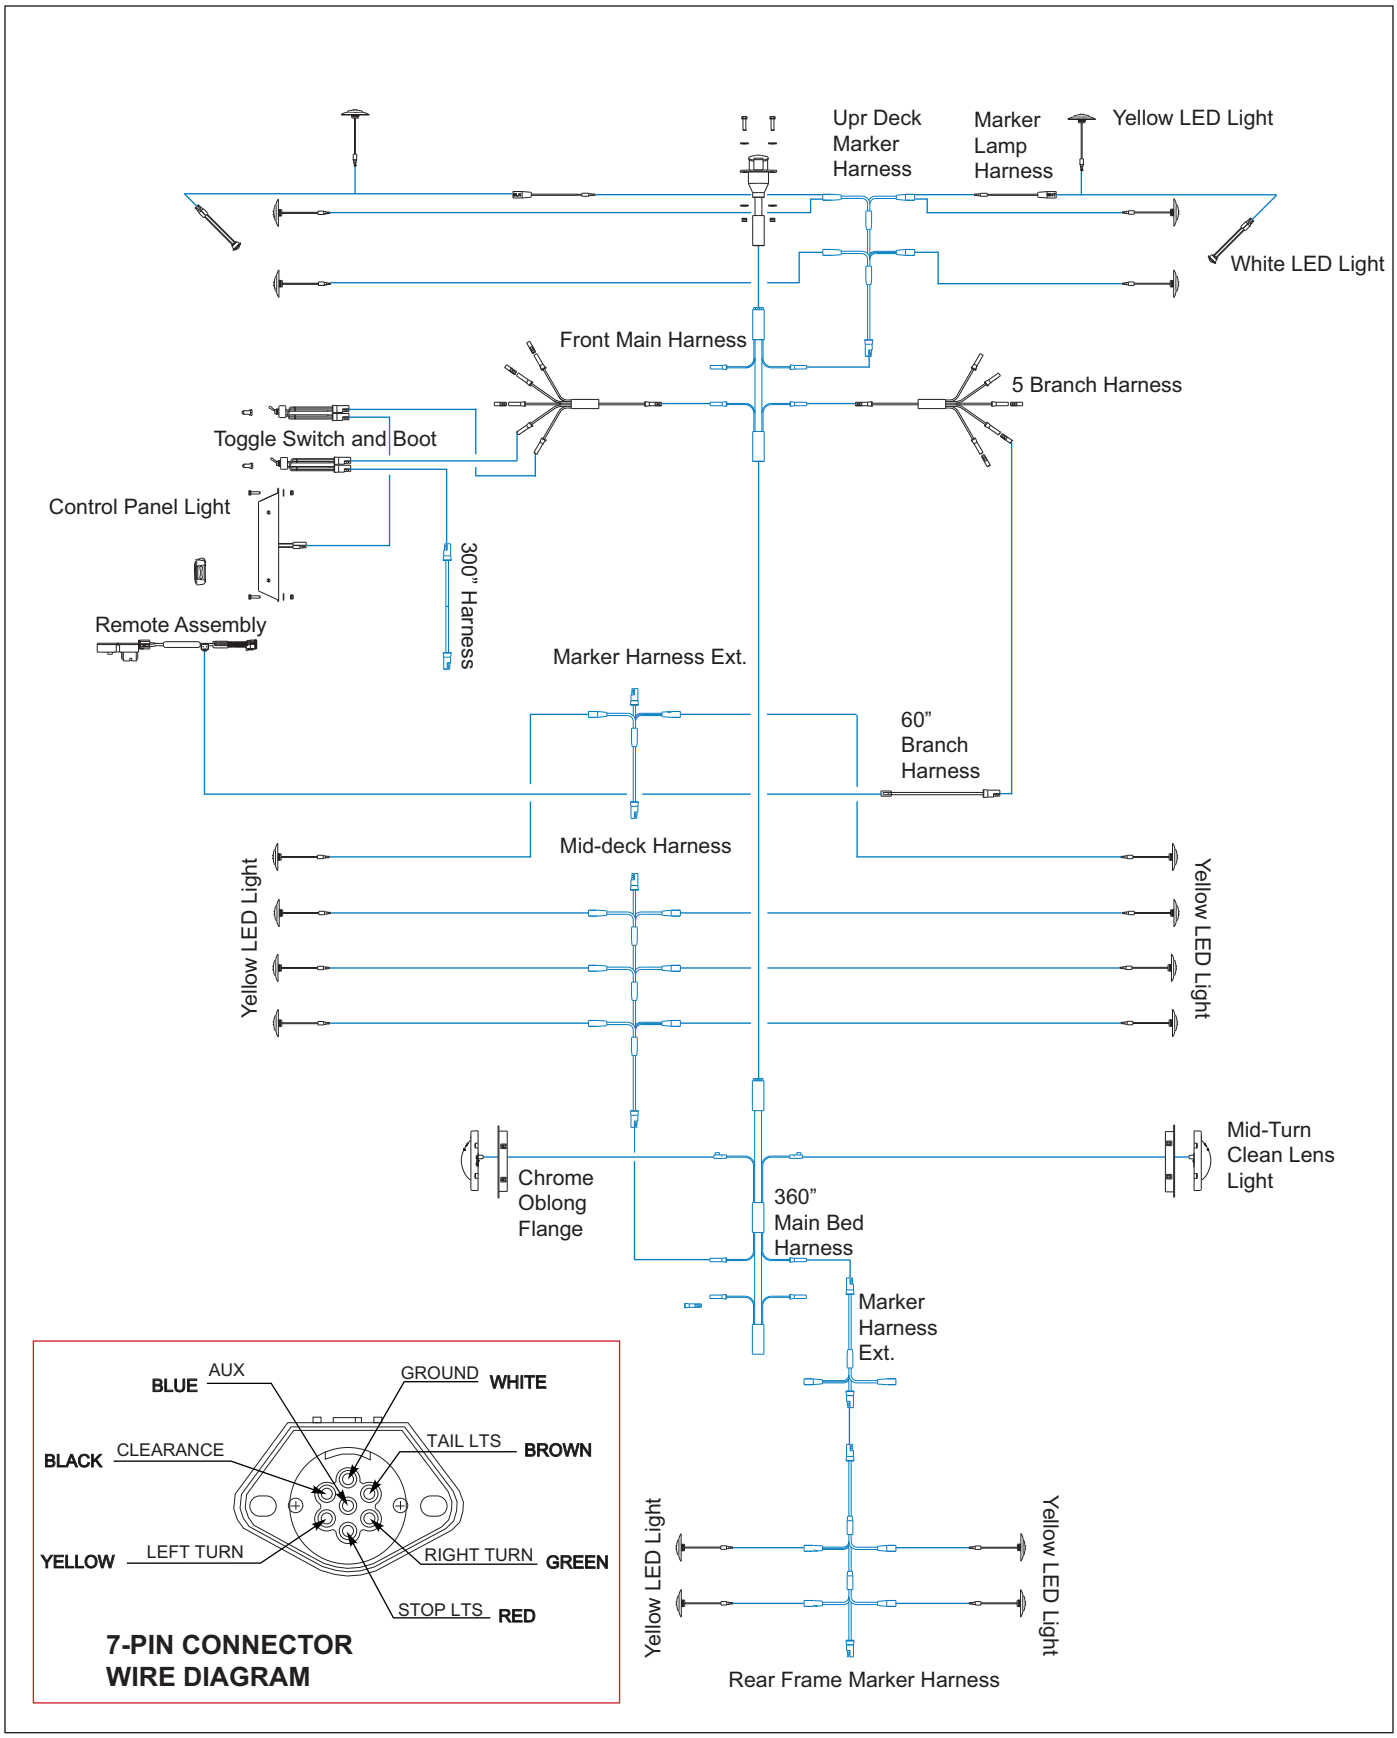

Figure 4-3: 900E Series Wiring Diagram
1. Maintenance of the electrical system consists of inspection and minor servicing. Any wire, connection or electrical component showing signs of corrosion, wear, breakage or unraveling must be repaired or replaced. **(*See Figures 4-3* and *4-5*) for electrical wiring diagrams.**